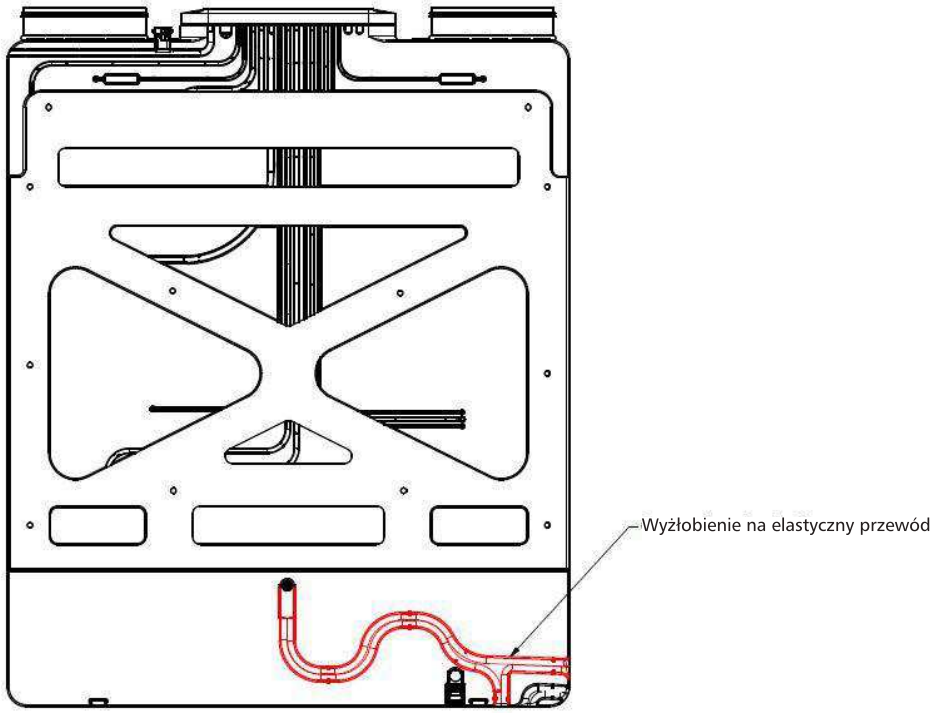

Rys. 19 - Montaż elastycznego przewodu
3. Połącz elastyczny przewód z kolankiem i umieść rurkę wewnątrz wyżłobienia (zob. Rys. 19). Wyżłobienie jest uformowane w kształcie syfonu, więc dodatkowy syfon nie jest potrzebny.